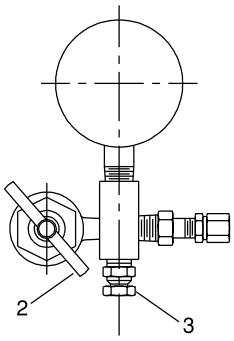

Figure 4
(B) Refer to Figure 4. Back gas chuck “T” handle (2) all the way out (counter clockwise), attach charging and gauging head assembly by screwing the air chuck (2) to the valve stem of the Diaphragm accumulator and tighten (10-15 in lbs) (11.5-17 cm kg).
For accumulators having gas valve as shown in Figure 6, attach gauging assembly as shown in Figure 4 following Steps A through D. Then, open bleed valve (3) until all gas pre-charge is relieved from accumulator. Then remove gauging assembly. The accumulator is now safe to remove from the system.